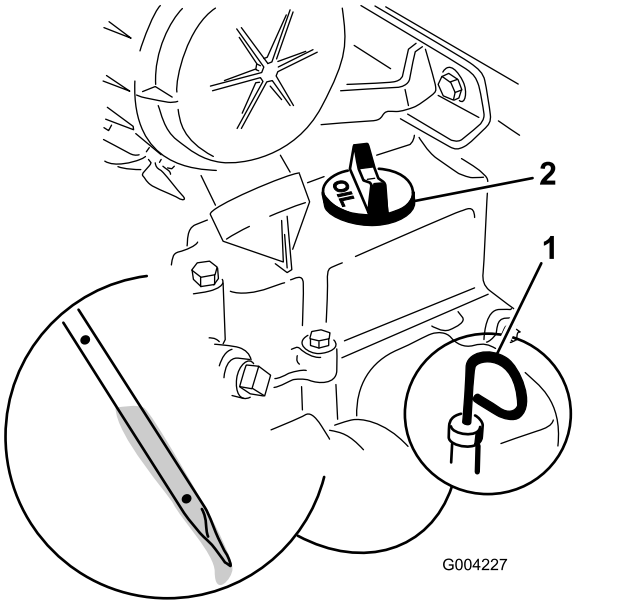

Figura 32
4. Limpie la zona alrededor de la varilla de aceite (Figura 32).
5. Retire la varilla y limpie el extremo metálico (Figura 32).
6. Introduzca la varilla a fondo en el tubo de la varilla (Figura 32).
8. Si el nivel de aceite es bajo (por debajo del orificio inferior), limpie alrededor del tapón de llenado de aceite y retire el tapón (Figura 32).
6. Retire el tapón de llenado de aceite (Figura 32) y vierta lentamente aproximadamente el 80 % de la cantidad especificada de aceite a través de la tapa de la válvula.
9. Retire el tapón de llenado de aceite (Figura 32) y vierta lentamente aproximadamente el 80 % de la cantidad especificada de aceite a través de la tapa de la válvula.